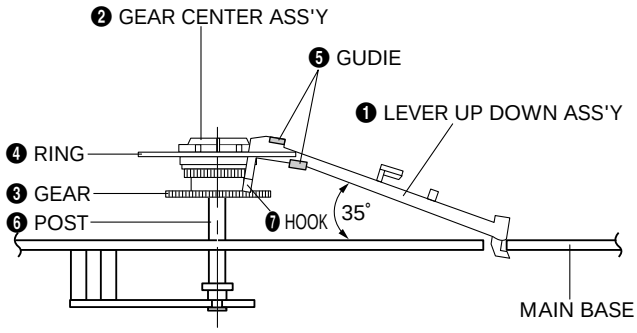

Fig. 1-21 Assembly of Lever Up Down Ass'y, Gear Center Ass'y
1) Insert the Lever Up Down Ass'y ❶ in the 2 rectangular holes on Main Base.
2) Lift the Lever Up Down Ass'y ❶ about 35 degree. (Refer to Fig. 1-21)
3) Insert Ring ❹ of the Gear Center Ass'y ❷ in the Guide ❺ of the Lever Up Down Ass'y ❶.
4) Insert the Gear Center Ass'y ❷ in the post ❻ on Main Base.
5) Push down the Lever Up Down Ass'y ❶ for locking of the Hook ❼.